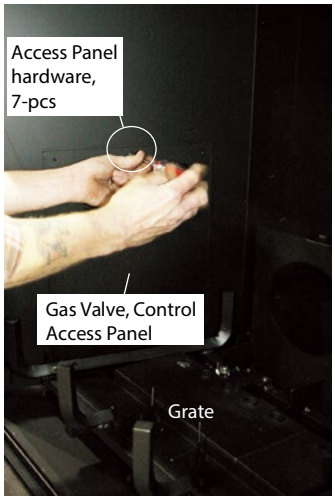

Figure 28. (Removing the panel hardware).
Step 3. Once these two steps are complete, remove the eight (8) machine screw that hold the Side panels in place, ***Figure 28***. *(**Philips head screwdriver required**).*